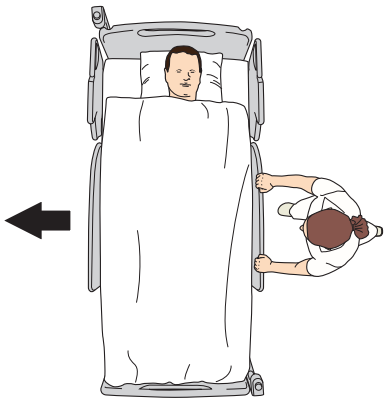

**Bild 14**
**Avaktivering av *IndiGo* (pedal i fritt läge) tillåter mindre placeringsjusteringar och sidorörelser. Se fig. 14**